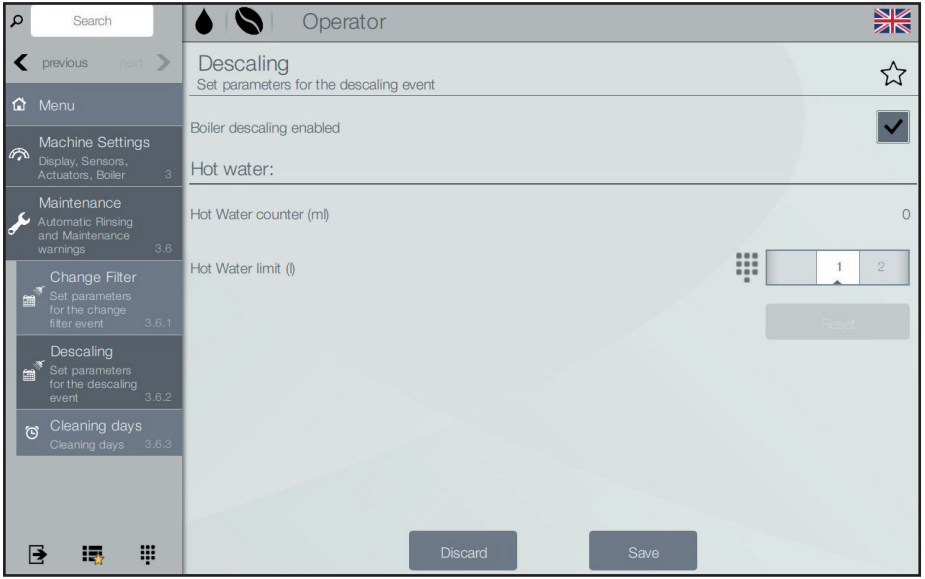

Fig. 6.13- Detartrare
- Activați funcția Detartrare dacă preferați să curățați calcarul din boiler și de pe alte componente la intervale regulate (fig. 6.13).